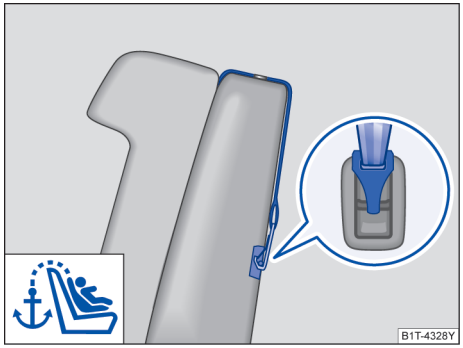

图 44 带顶部紧固绳的 ISOFIX 儿童座椅
– 将儿童座椅插到 ISOFIX 固定环上→ 图 44，直到听见儿童座椅的啮合声。
– 将顶部紧固绳固定到行李厢紧固环上→ 图 44。
- 带有 ISOFIX 装置和顶部紧固绳的儿童座椅上标有一个示意图→ 图 44。